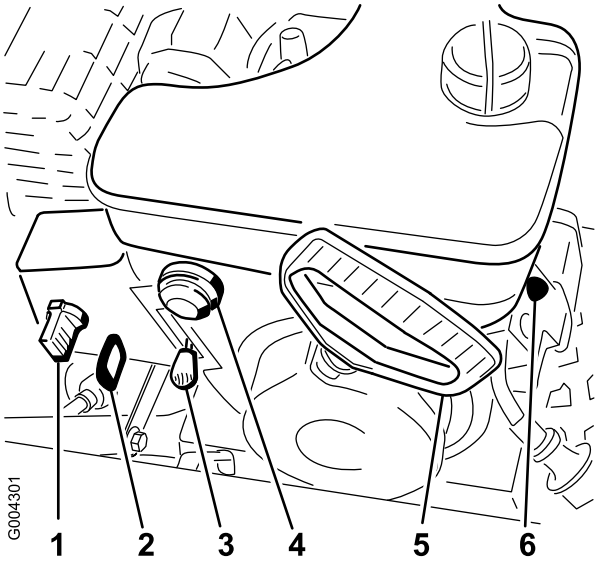

Bild 14
2. Ziehen Sie den Zündschlüssel ab (Bild 14).
3. Ziehen Sie das Choke-Handrad ab (Bild 14).
2. Stellen Sie den Gasbedienungshebel auf „Schnell“ (Bild 14).
5. Drehen Sie den Choke auf die Ein-Stellung (Bild 14).
6. Stecken Sie den Zündschlüssel ein (Bild 14).
7. Decken Sie das Loch in der Mitte der Kaltstarthilfe (Bild 14) mit dem Daumen ab und drücken Sie diese drei Mal langsam ein, wobei Sie jedes Mal einen Moment warten.
8. Ergreifen Sie den Rücklaufstartergriff (Bild 14) und ziehen Sie ihn langsam heraus, bis ein Widerstand zu spüren ist. Ziehen Sie dann kräftig durch, um den Motor zu starten.
10. Sobald der Motor anspringt, drehen Sie den Choke (Bild 14) sofort in die 3/4-Position. Wenn sich der Motor erwärmt, drehen Sie den Choke in die 1/2-Stellung. Wenn der Motor warm gelaufen ist, drehen Sie den Choke in die Aus-Stellung.